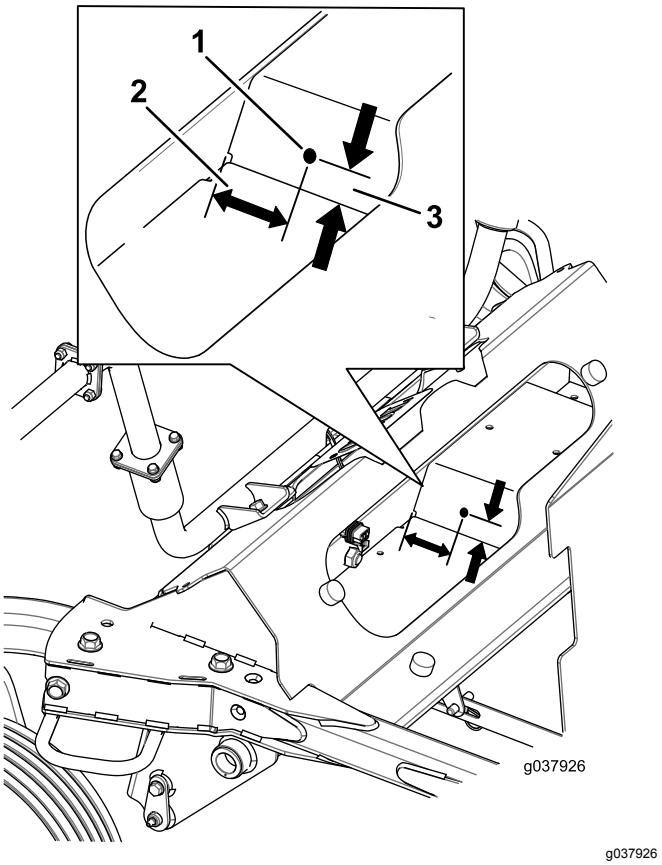

Rysunek 3
3. Wywierć otwory na klakson w sposób pokazany na Rysunek 3.